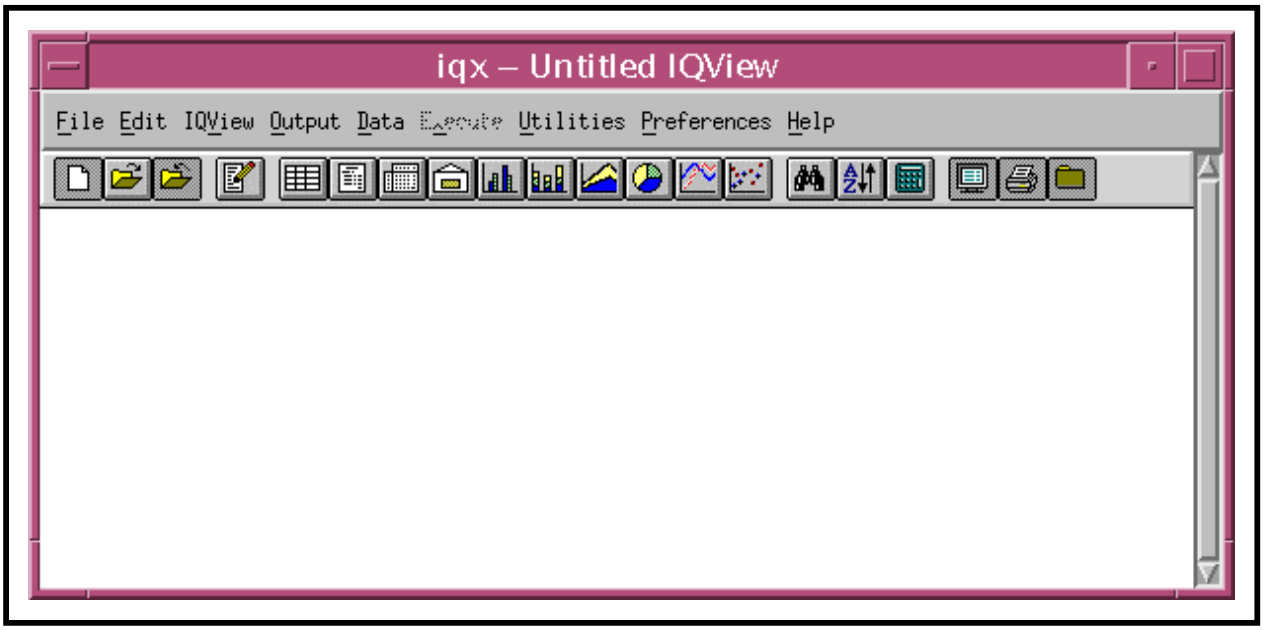
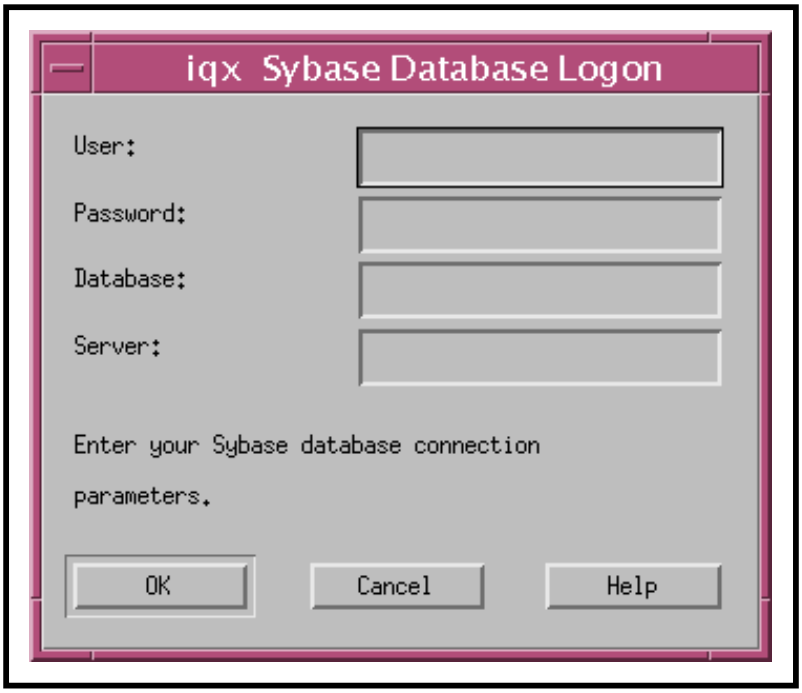
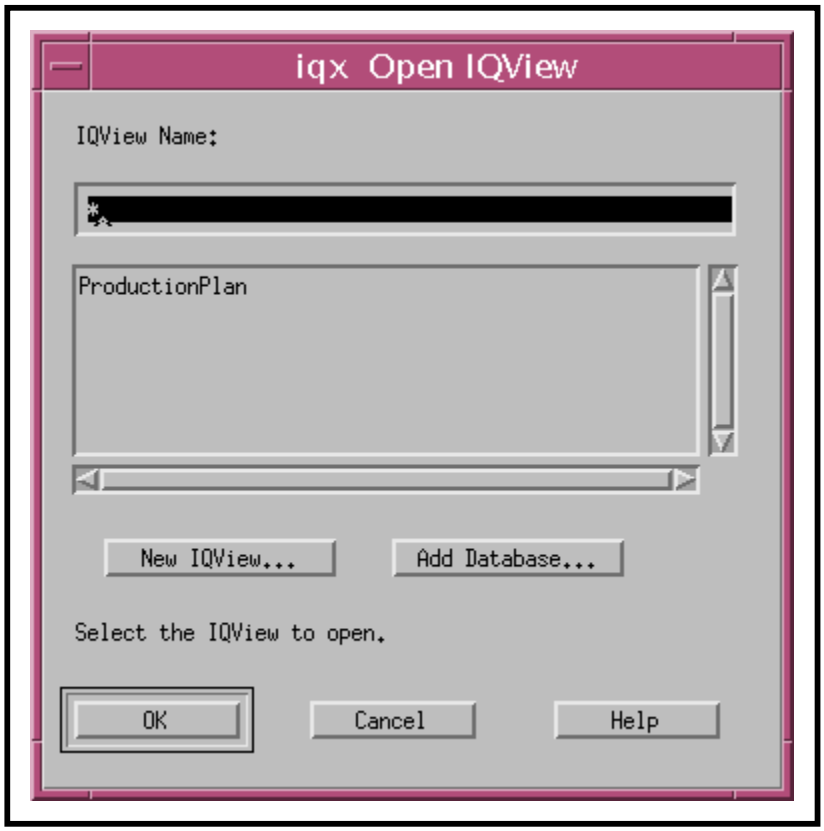

Figure 46. iqx IQView GUI
Figure 47. iqx Sybase Database Logon GUI
Figure 48. iqx Open IQView GUI
The iqx IQView GUI (Figure 46) and either the iqx Sybase Database Logon GUI (Figure 47) or iqx Open IQView GUI (Figure 48) are displayed.
– If IQViews have been defined previously, they are listed on the **iqx Open IQView** GUI (Figure 48); otherwise, a list of database tables is displayed.
– The **iqx IQView** GUI (Figure 46) and either the **iqx Sybase Database Logon** GUI (Figure 47) or **iqx Open IQView** GUI (Figure 48) are displayed.
10 If the **iqx Sybase Database Logon** GUI (Figure 47) is displayed, go to Step 16.
11 If the **iqx Open IQView** GUI (Figure 48) is displayed and the desired IQView has been defined previously, perform Steps 12 through 14; otherwise, go to Step 15.
If IQViews have been defined previously, they are listed on the iqx Open IQView GUI (Figure 48); otherwise, a list of database tables is displayed.
– The **iqx Sybase Database Logon** GUI (Figure 47) is displayed.
15 If the **iqx Open IQView** GUI (Figure 48) is displayed and the desired IQView has not been defined previously, click on the **Add Database…** button.
16 When the **iqx Sybase Database Logon** GUI (Figure 47) is displayed, type the appropriate entries in the following fields:
Either the iqx Open IQView GUI (Figure 46) or the iqx IQView GUI (Figure 47) is displayed.
18 If the **iqx Open IQView** GUI (Figure 48) is displayed, continue with Step 19; if the **iqx IQView** GUI (Figure 46) is displayed, go to Step 22.
The iqx IQView GUI (Figure 46) is displayed.